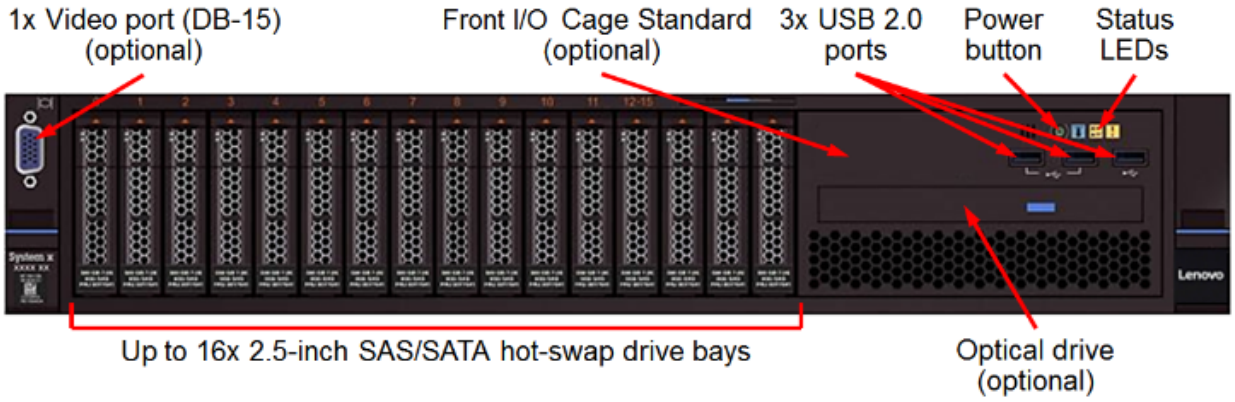

**Figure 9: x3650 M5 with 16x 2.5-inch drive bays and Front I/O Cage Standard front view**
**Figure 9** shows the front view of x3650 M5 with up to 16x 2.5-inch drive bays and front I/O cage standard (optional).